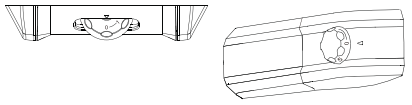

Fig.13
**1)** Tourner le bouton sur la position "0". (fig.13)